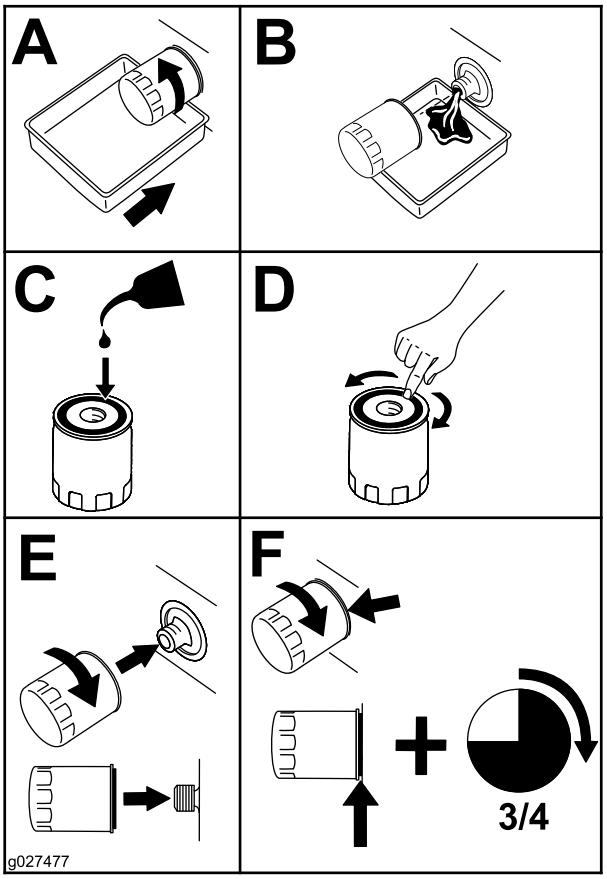

Figuur 42
2. Vervang het motoroliefilter (Figuur 42).